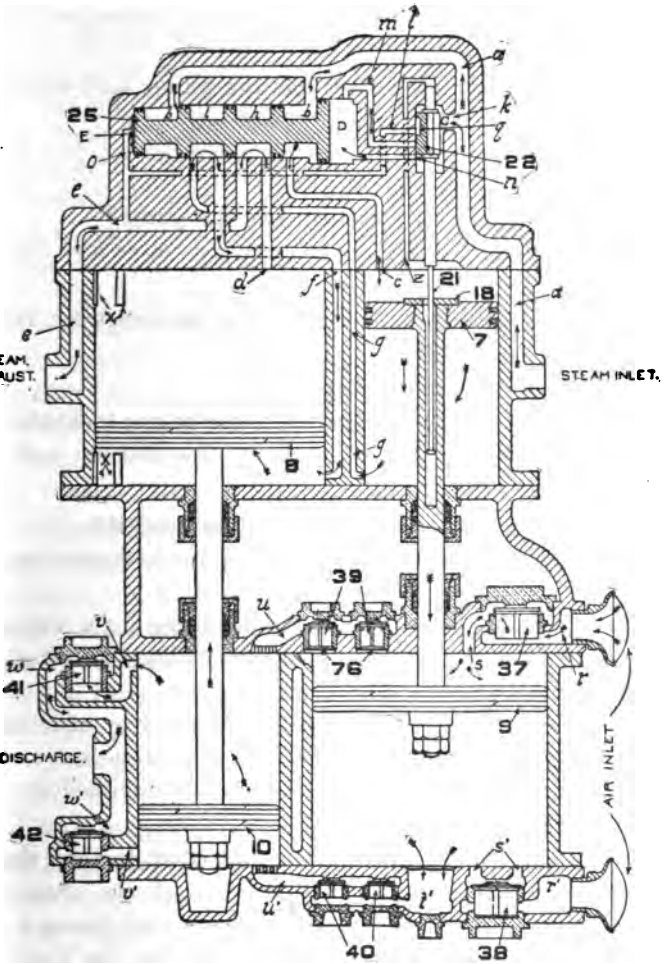

FIG. 41.—DIAGRAM OF CROSS-COMPOUND PUMP. DOWN STROKE, HIGH-PRESSURE SIDE.
A. When the high-pressure steam piston approaches the upper end of its cylinder, the reversing plate 18 engages the shoulder on the reversing valve rod 21, forces this rod and the reversing valve 22, which is attached to it, upward to the position shown in Fig. 41. The reversing valve 22 in this position admits steam to chamber *D* outside the large piston through port *n*. This balances the large piston, and leaves the small piston alone unbalanced, having steam pressure on the right and exhaust on the left. This results in moving the main valve to the left as shown in Fig. 41. In the position shown, live steam enters the upper end of the high-pressure steam cylinder through chamber *b* and port *c* in its seat, thus causing the high-pressure steam piston to start on its down stroke. At the same time the high-pressure steam piston starts on its down stroke, the steam in the lower end of the high-pressure steam cylinder exhausts through port and passage *g* in the slide-valve seat, chamber *i*, and port and passage *f* leading to the lower end of the low-pressure steam cylinder and starts the low-pressure piston on its up stroke. The steam above piston 8 escapes to the atmosphere through port *d*, cavity *h* and port *e*.